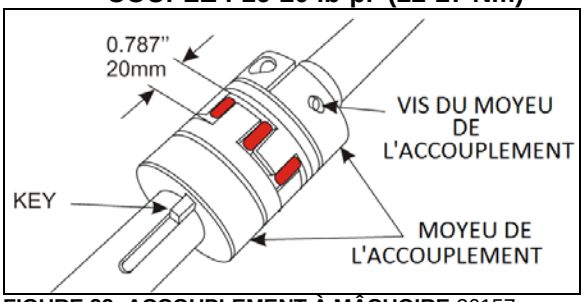

FIGURE 22: ACCOUPLEMENT À MÂCHOIRE 26157
8. Reconnecter les moyeux avec le croisillon. Laisser un jeu de 20 mm (0,787") entre chacun des moyeux comme illustré sur la Figure 22. Utiliser l'arbre d'extension avec